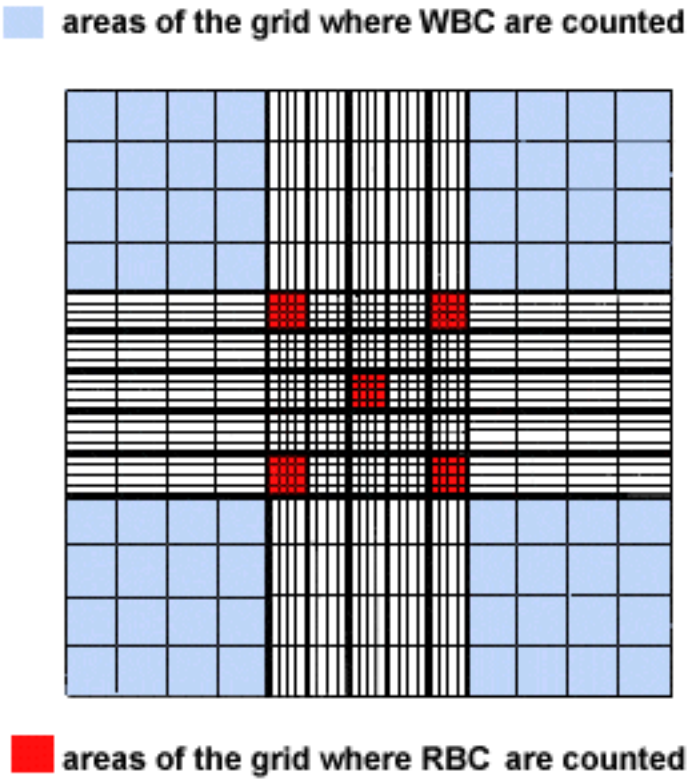

Figura 13. Cuadrícula y forma de realizar el conteo. Tomado de: https://laboratoryinfo.com
7. Localizar el cuadro central de la rejilla, conformado por los 25 cuadros, de estos, utilizar cinco cuadros para el conteo, generalmente se cuentan los cuadros de las esquinas y el cuadro central (Figura 13). Esta metodología garantiza un conteo aleatorio del mínimo número representativo de cuadros por contar.